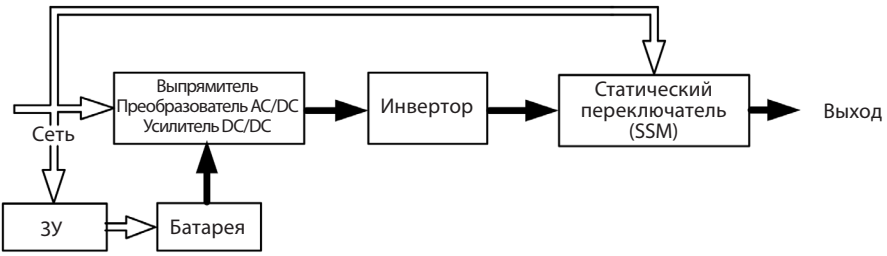

*Рис. 5.3.*
3. При исчезновении напряжения сети ИБП работает, как показано на рис. 5.3. Когда уровень батарей станет низким, зуммер начнет подавать непрерывный сигнал, пока батареи не отключатся. Чтобы не допустить глубокого разряда, ИБП автоматически отключит батареи, когда их уровень опустится до установленного предела.